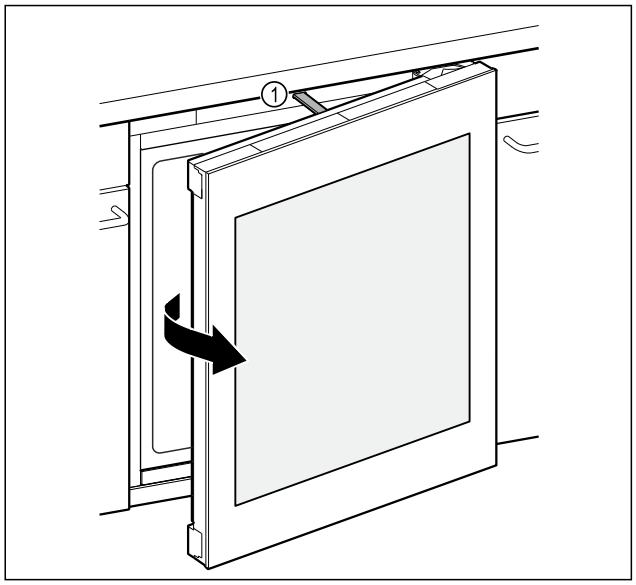

Fig. 92
▷ Biela *Fig. 92 (1)* deschide ușa aproximativ 7 cm.